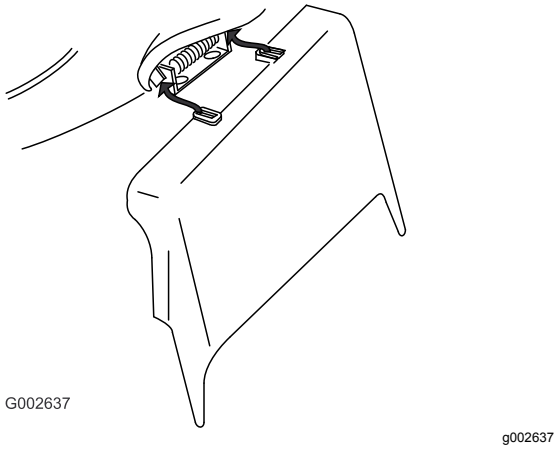

Rysunek 31
3. Zamontuj boczny tunel wyrzutowy i zamknij pokrywę tunelu (Rysunek 31).